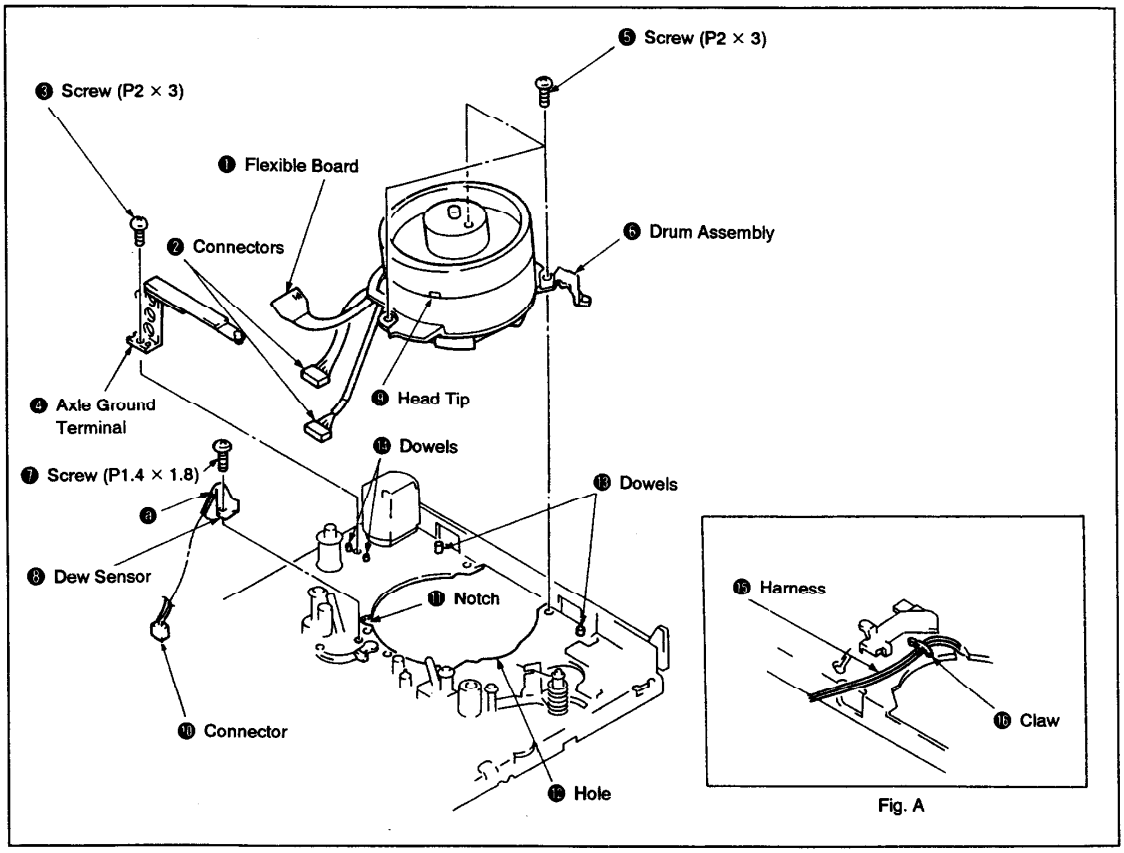

Fig. 3-14.
1. Removal (See Fig. 3-14.)
- When removing the drum assembly ❻ from the mechanism chassis, take care not to cut the flexible board ❶ or the harness.
- Take care not to touch the head tip ❾.
2. Installation (See Fig. 3-14.)